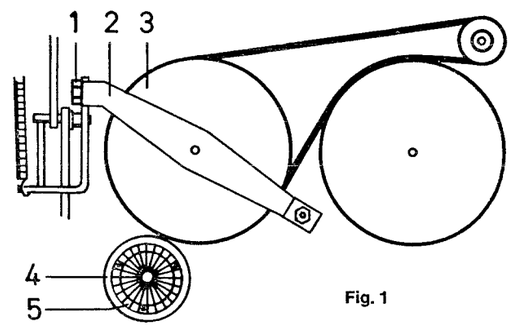

Fig. 1
2. **Auswechseln des Antriebsriemens** (siehe Fig. 1)
2. **Exchange of drive belt** (see fig. 1)